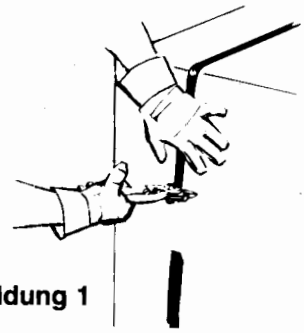

Abbildung 1
- Oberhalb der Schere das Band gegen das Packstück drücken (siehe Bild 1).